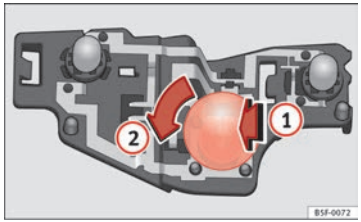

Fig. 156 Position of the bulbs in the bulb holder
– Lightly press the defective bulb into the bulb holder ⇒ Fig. 156 (1), then turn it to the left (2) and remove it.